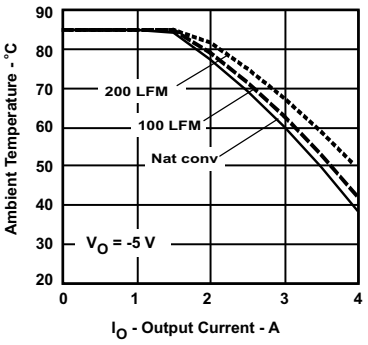
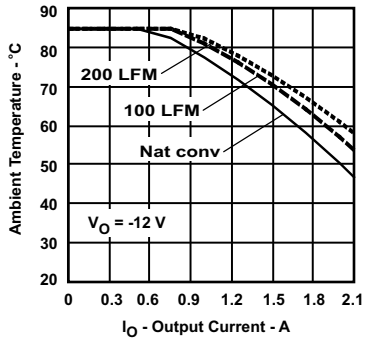
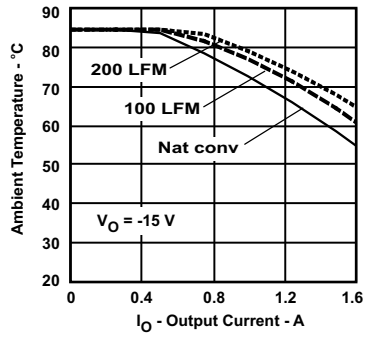

Figure 4.
Figure 5.
Figure 6.
(2) The temperature derating curves represent the conditions at which internal components are at or below the manufacturer's maximum operating temperatures. Derating limits apply to modules soldered directly to a 100 mm x 100 mm, double-sided PCB with 2 oz. copper. Applies to Figure 4, Figure 5, and Figure 6.